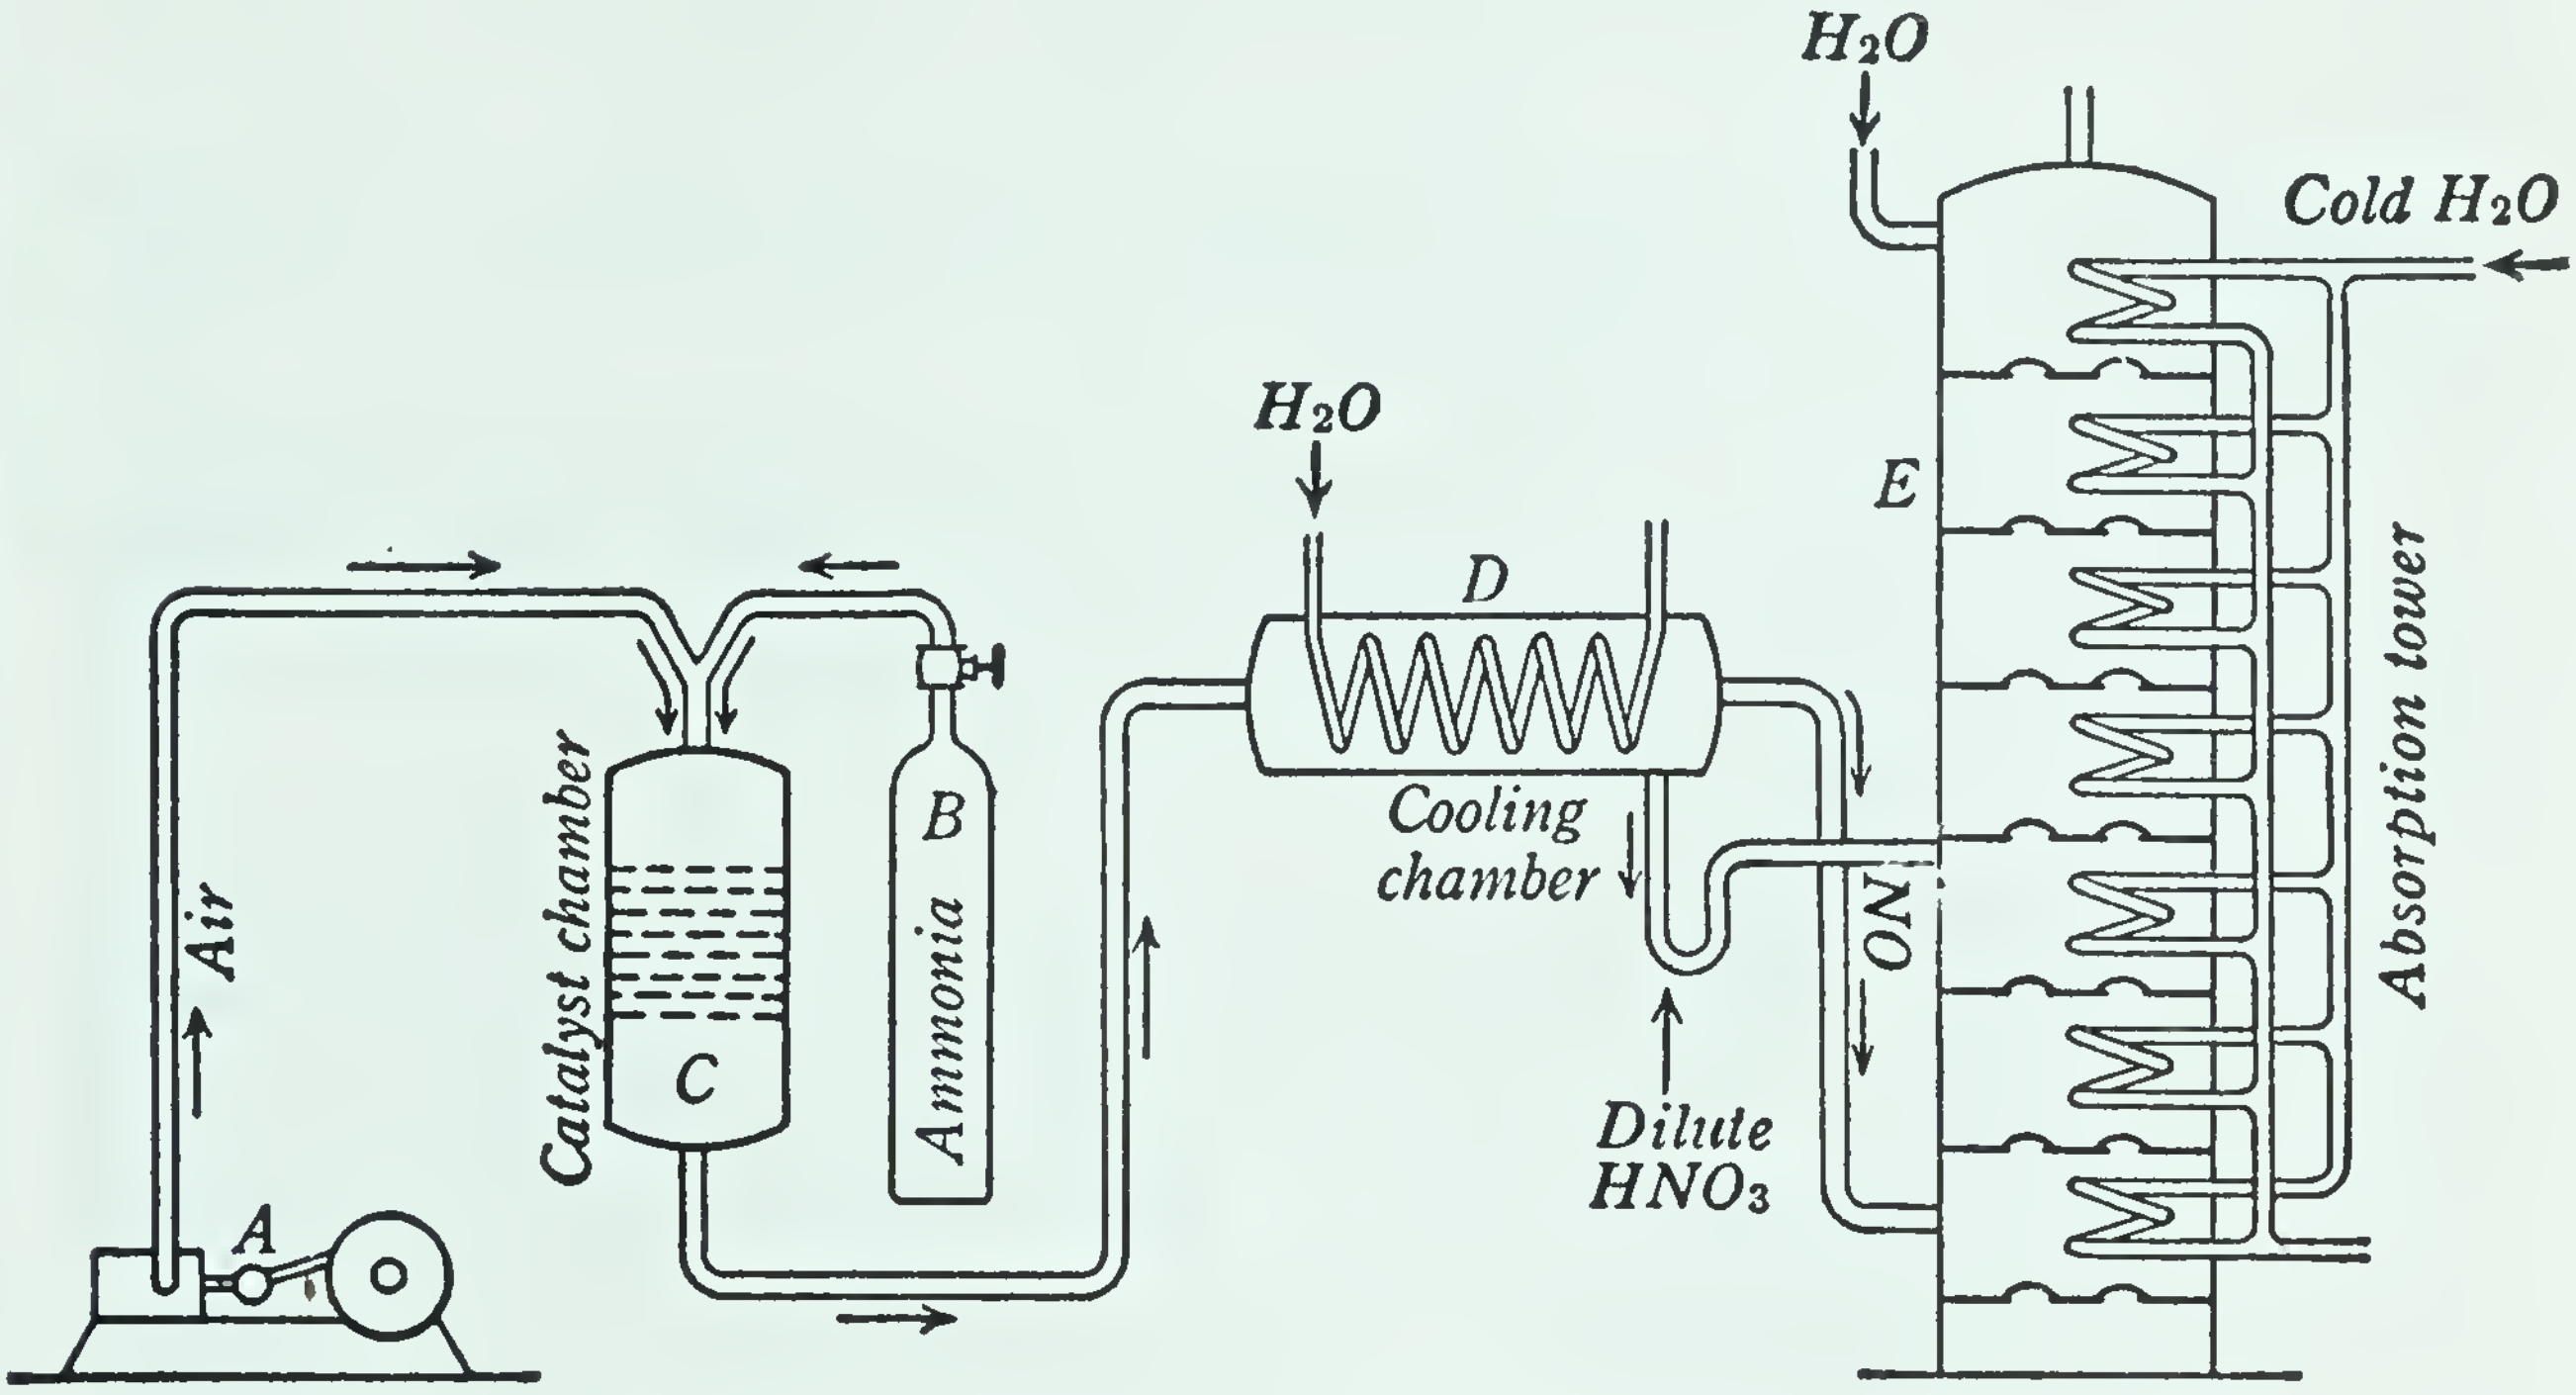

Fig. 213. Diagram of essential parts of apparatus used for preparing nitric acid on a large scale by oxidation of ammonia
Commercial methods for getting nitric acid. Formerly all nitric acid was made commercially by the reaction just described. In recent years a new way has been developed, making use of nitrogen taken from the air; and this method has now largely replaced the older one. The process consists of two steps, as follows: (1) ammonia is made by the Haber process (p. 289); (2) a mixture of ammonia and air is then passed through tubes containing a suitable catalyst (platinum or iron oxide). In this step nitric acid is formed by the oxidation of the ammonia (Fig. 213). The reaction is very complex and really takes place in several steps, but the final results may be represented as follows: